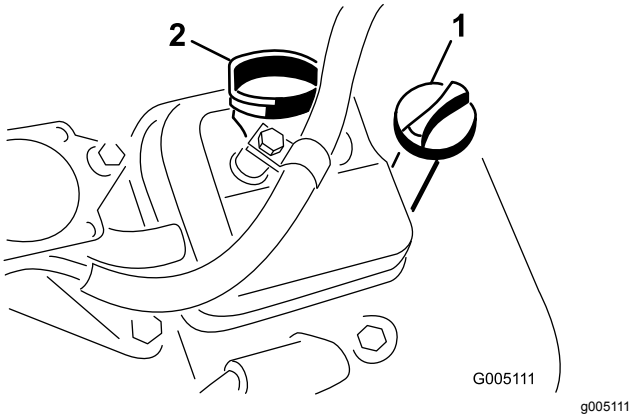

Figur 28
3. Sätt in oljestickan i oljeröret och skruva fast den i röret (Figur 28).